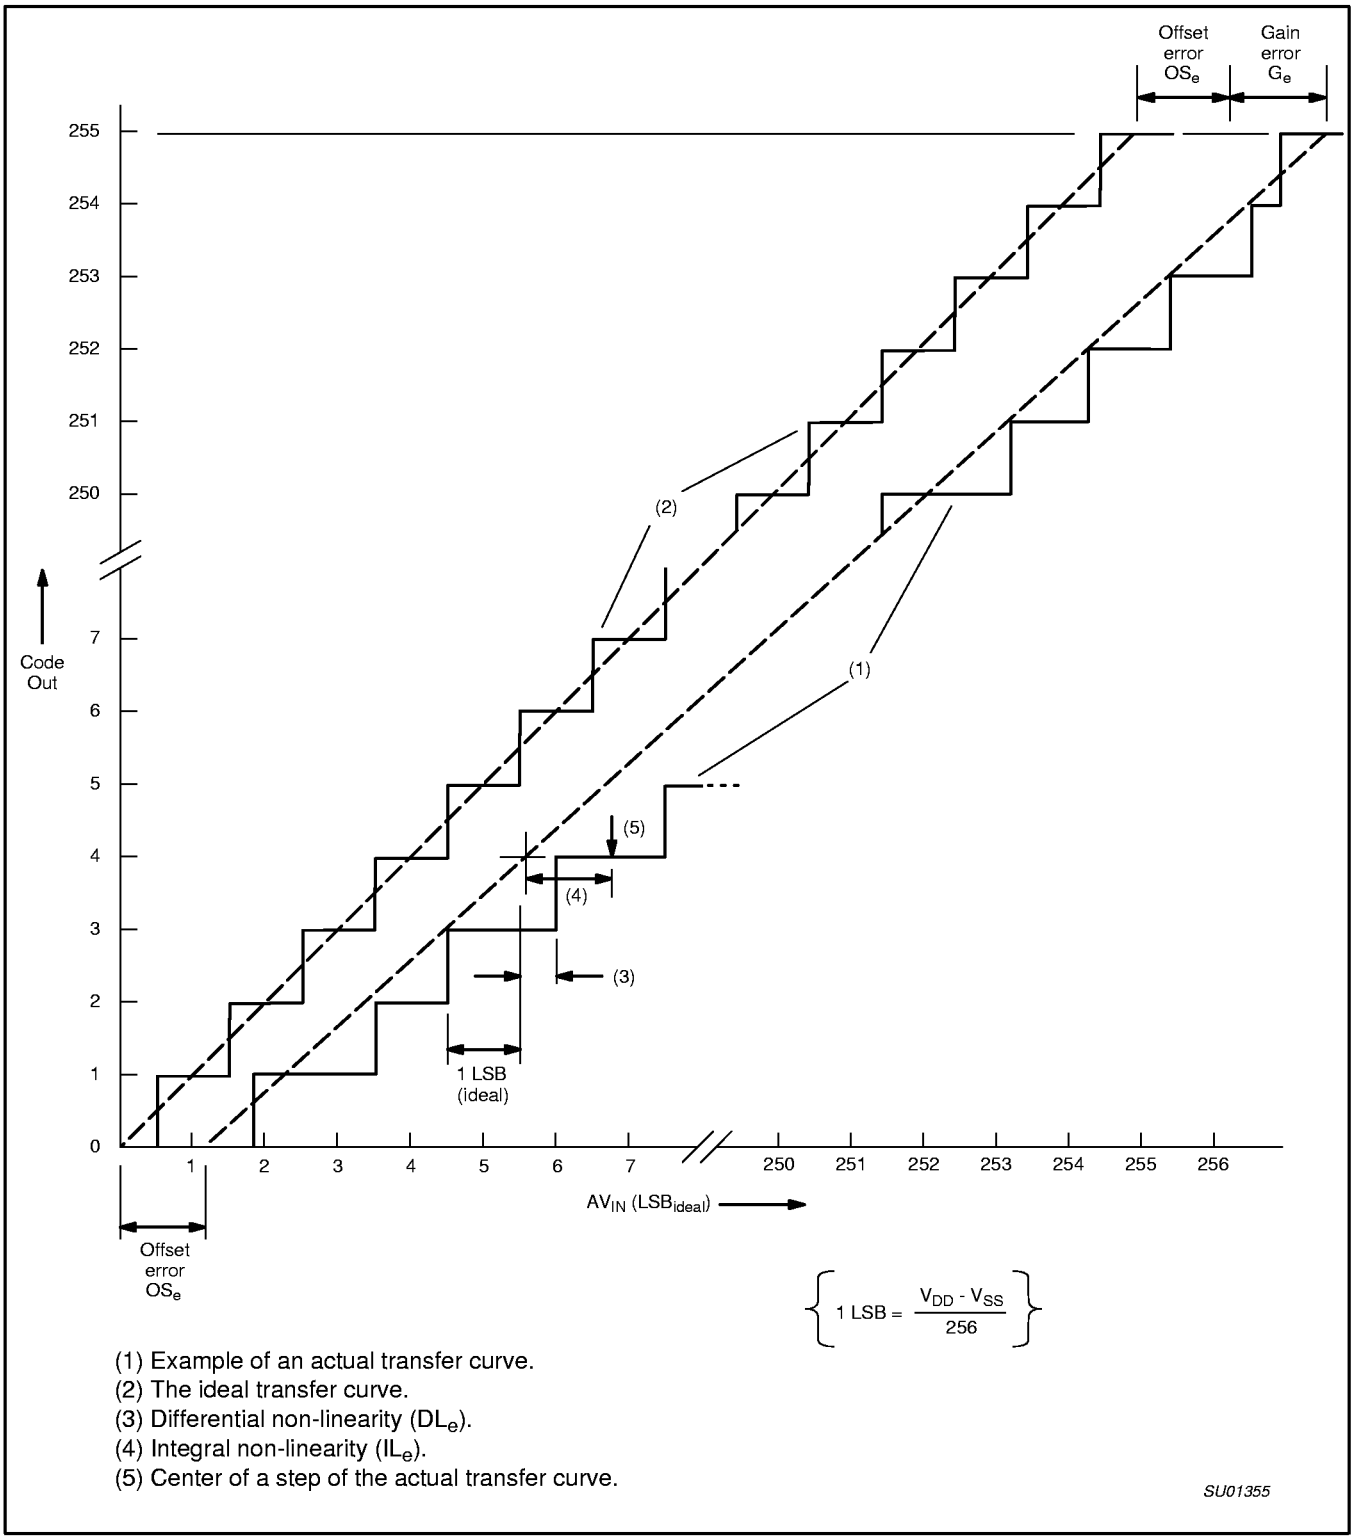

**Figure 40. A/D Conversion Characteristics**
3. The differential non-linearity ($DL_e$) is the difference between the actual step width and the ideal step width. See Figure 40.
4. The integral non-linearity ($IL_e$) is the peak difference between the center of the steps of the actual and the ideal transfer curve after appropriate adjustment of gain and offset errors. See Figure 40.
5. The offset error ($OS_e$) is the absolute difference between the straight line which fits the actual transfer curve (after removing gain error), and the straight line which fits the ideal transfer curve. See Figure 40.
6. The gain error ($G_e$) is the relative difference in percent between the straight line fitting the actual transfer curve (after removing offset error), and the straight line which fits the ideal transfer curve. Gain error is constant at every point on the transfer curve. See Figure 40.